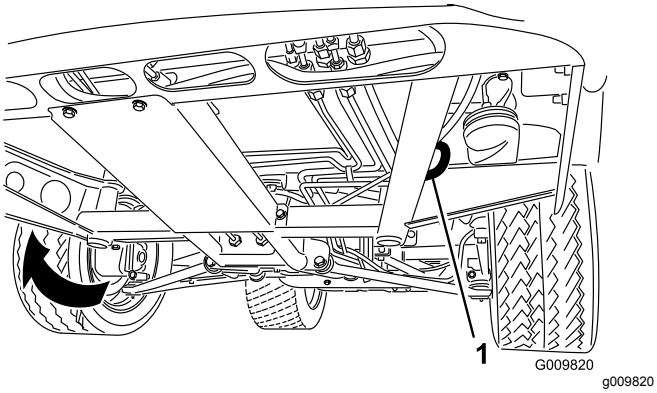
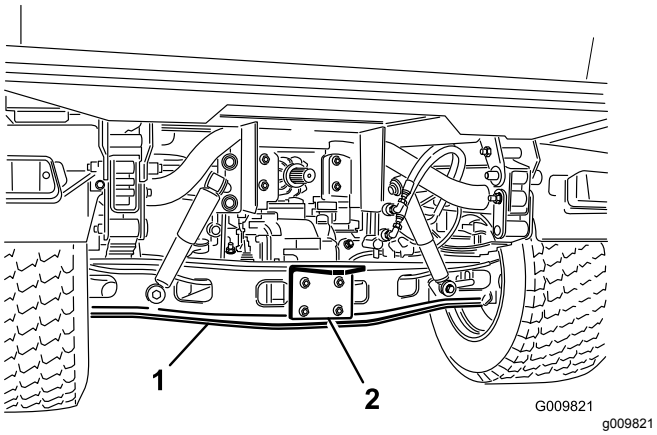

**Figur 19**
**Figur 20**
Se Figur 19 og Figur 20 for bindepunkternes placering på maskinen.
1. Sæt et bugsertov fast på anhængertrækstangen foran på maskinens stel (Figur 19).